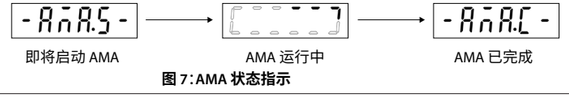

图 7：AMA 状态指示
3. 将参数 P4.2.1.3 AMA 模式设为 [1] 启用完整 AMA 或 [2] 启用精简 AMA，主显示屏显示#即将启动 AMA，请参阅图 7。